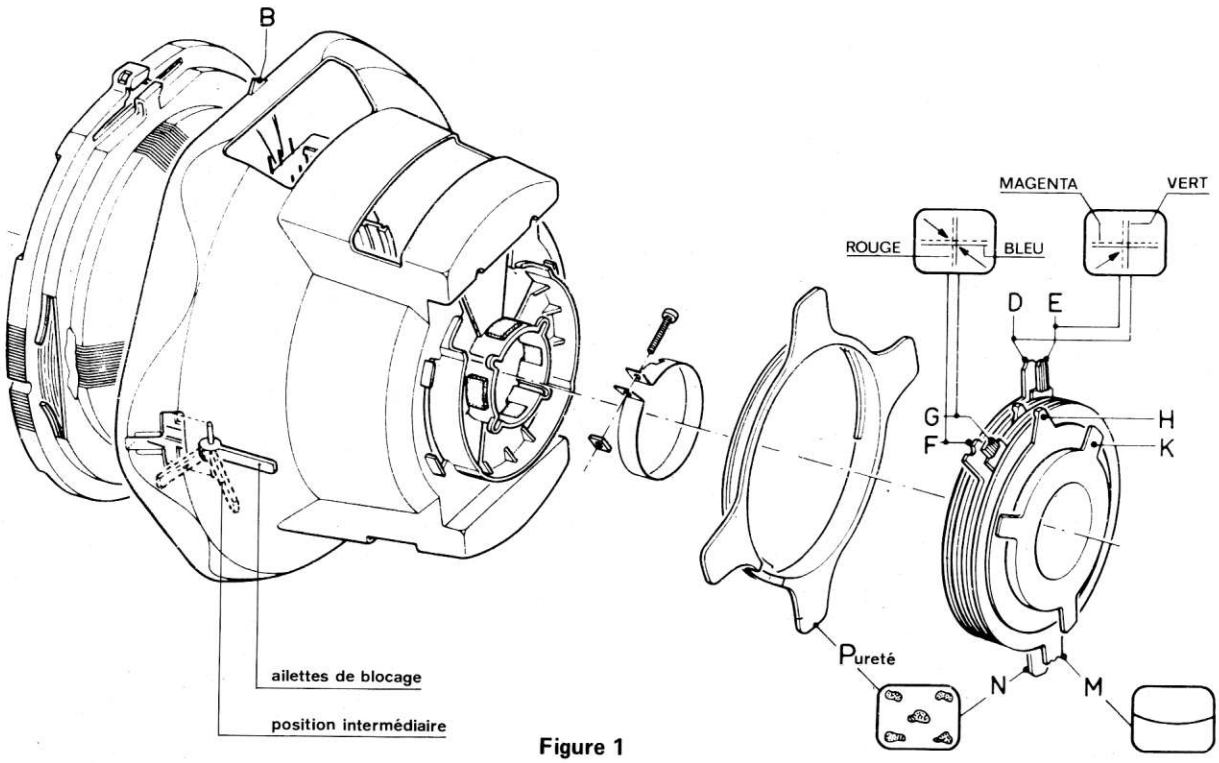

Figure 1
- Débloquer les bobines de déviations en amenant les ailettes de blocage en position extrême vers l'arrière (fig. 1), afin de positionner correctement l'image. Ramener les ailettes de blocage vers l'avant.
1/ REGLAGES STATIQUES (Fig. 1)